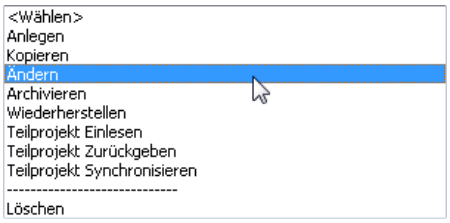

Bild 16.34 – Ändern eines bestehenden Projekts.
- wählen Sie zunächst das Projekt und danach den Menüpunkt *Ändern* im Listenfeld der Projektverwaltung (Abb. 16.34).